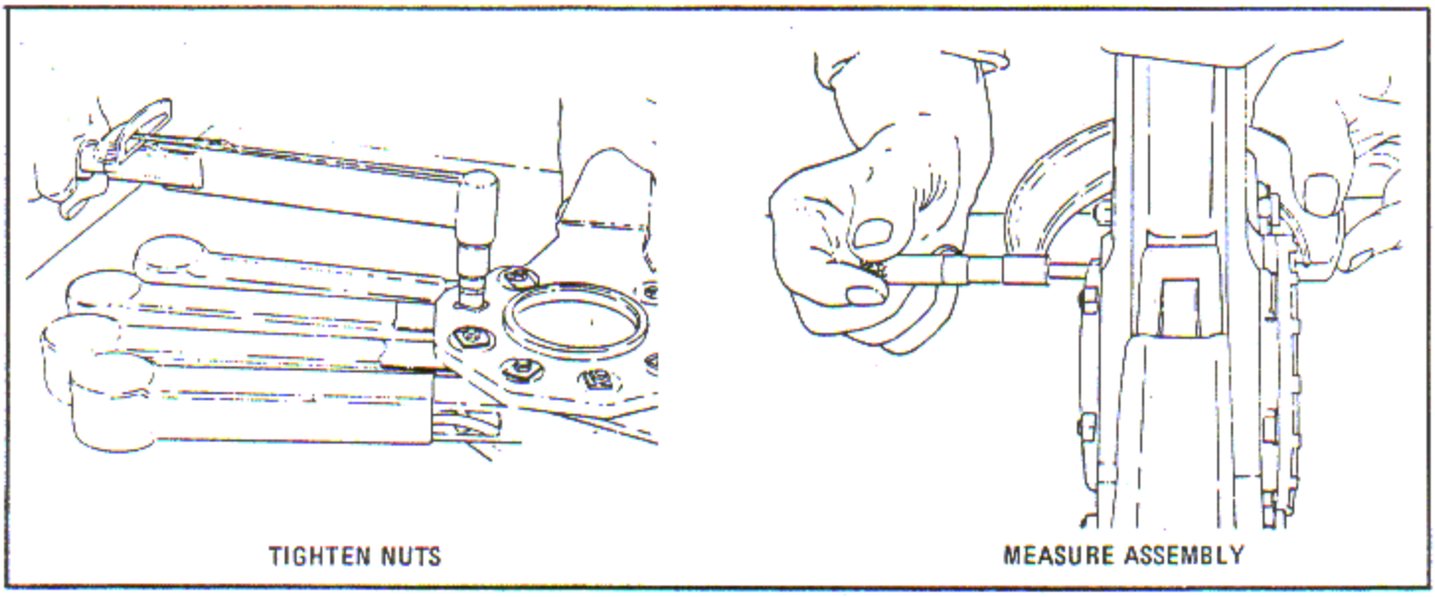

Figure 7-14. Tightening Knuckle Pin Bolt Nuts and Measuring Width of Master Rod Assembly
h. The slotted end of the nut must face away from the master rod. Measure each bolt between centers before tightening the nuts. Tighten the nuts to obtain 0.006 - 0.009 inch bolt stretch. Check using gage. See figure 7-14.
j. Measure the width of the master rod assembly as shown in figure 7-14 and record the figure. Do not install the master rod spacer at this time.